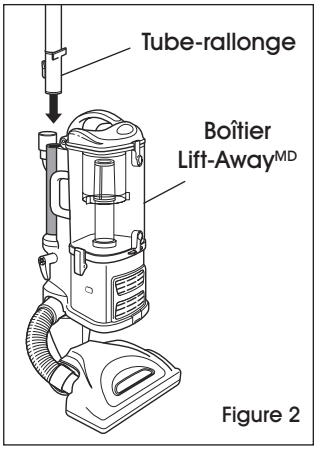

Figure 2
2. Insérez le tube-rallonge dans le boîtier jusqu'à ce qu'il s'enclenche en position. (Voir Figure 2)